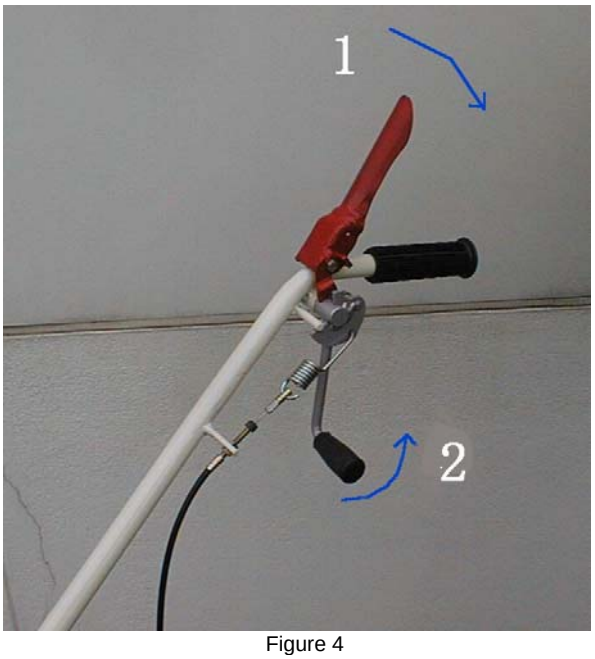

Figure 4
- Relachez la poignée d'avancement (Figure 1, repère 1) puis celle de l'embrayage de coupe (Figure 4).